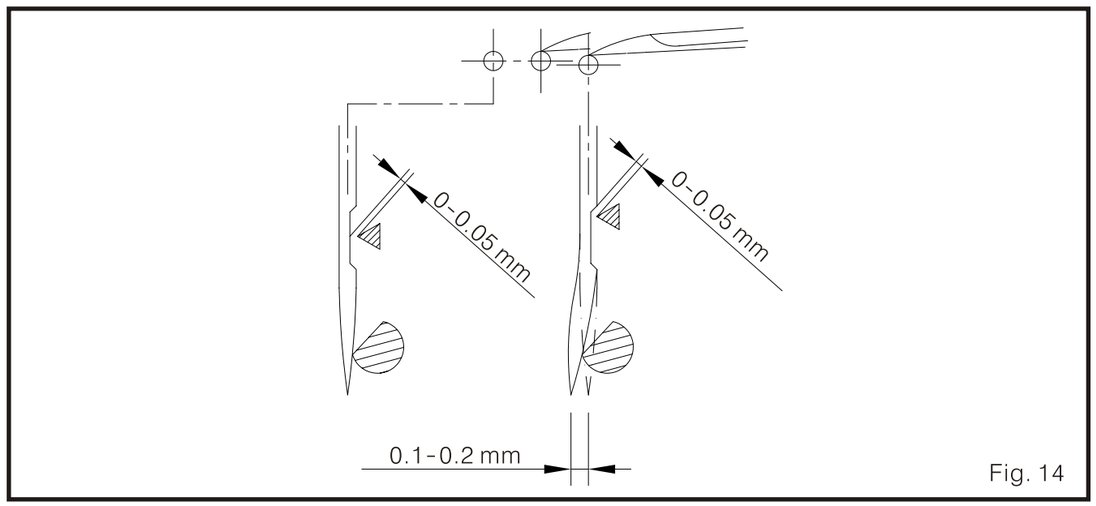

Fig. 14
(1) Cuando la punta del bucleador este detrás de la línea central de la aguja derecha, El espacio entre la punta del bucleador y la aguja derecha para que el protector de aguja se pueda mover es de 0-0.05 mm. (Fig. 14)